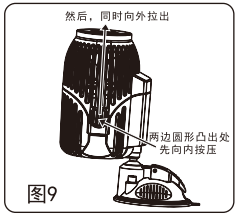

图9
10.前过滤罩、主壳体、叶轮等，应定期检查是否积聚污物，并及时清洗。先用手指向内按压外过滤罩上两边的2个圆形凸出处（如图9），并同时向外拉出，即可将外过滤罩从泵体上拆卸下来。清洗完成后再按原位装回去。